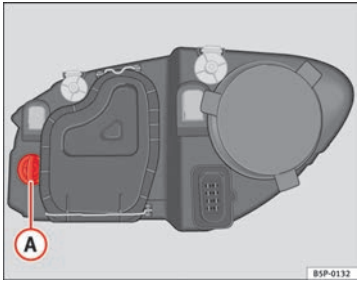

Fig. 187 Turn signal
– Rotate the bulb holder ⇒ fig. 187 (A) to the left and pull.